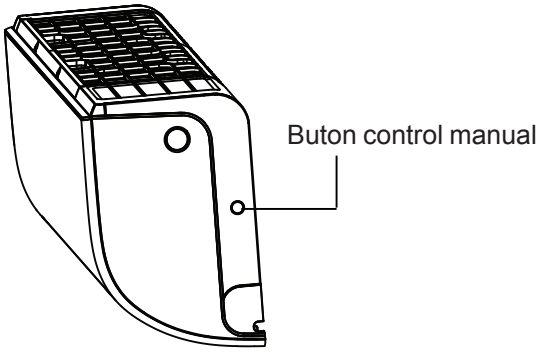

Fig. 8.1
1. Butonul pentru control manual este localizat in partea dreapta a panoului, vezi FIG 8.1